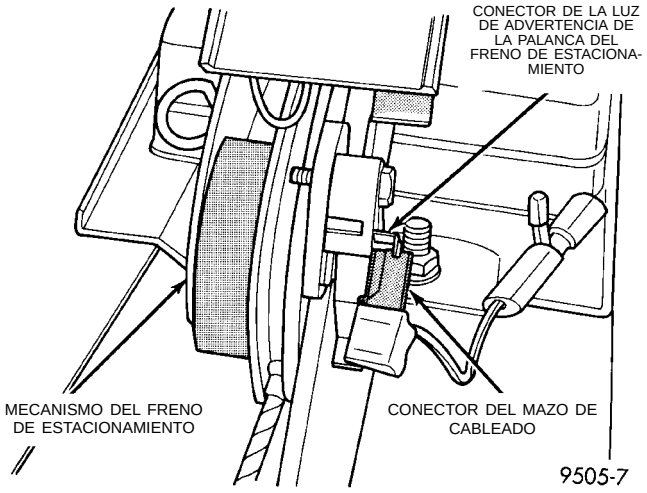

Fig. 10 Conexión de la luz de advertencia de freno a la palanca del freno de estacionamiento
(10) Retire de la palanca del freno de estacionamiento el conector eléctrico del mazo del cableado correspondiente a la luz de advertencia del freno (Fig. 10).